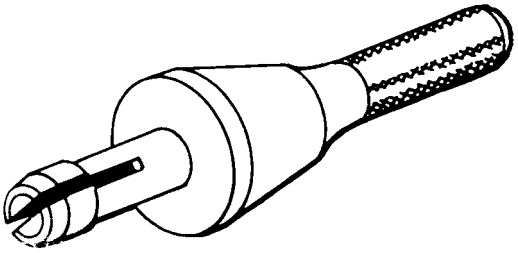
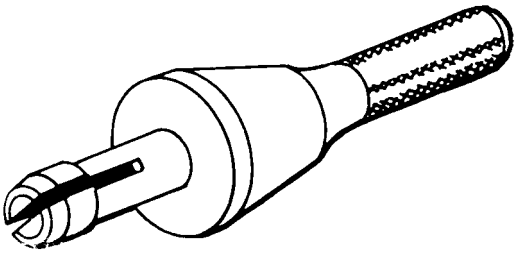
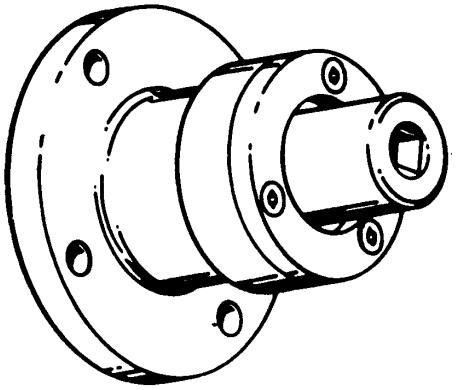

Figure 5. Expander Oil Seal Accessory Drive Shaft
Figure 8. 6796354 Tachometer Drive Shaftgear Oil Seal Expander
Figure 10. No. 6799596 Speed Sensitive Control Seal Installation Fixture
The seal expander shown in figure 5 is used to expand the lip type fuel pump drive shaft oil seal during installation in accessory drive housing.
(1) Insert appropriate seal expander (figure 5 or figure 8) in end of drive shaft.
The seal expander shown in figure 8 is used with speed sensitive control seal installation fixture (figure 10) to install the speed sensitive control drive shaft oil seal.
a. Insert 6796354 seal expander (figure 8) in end of drive shaft. (See figure 11.)
d. Back out the driver of 6799596 installation fixture (figure 10); then secure the fixture to the speed sensitive control mounting pad with four nuts.